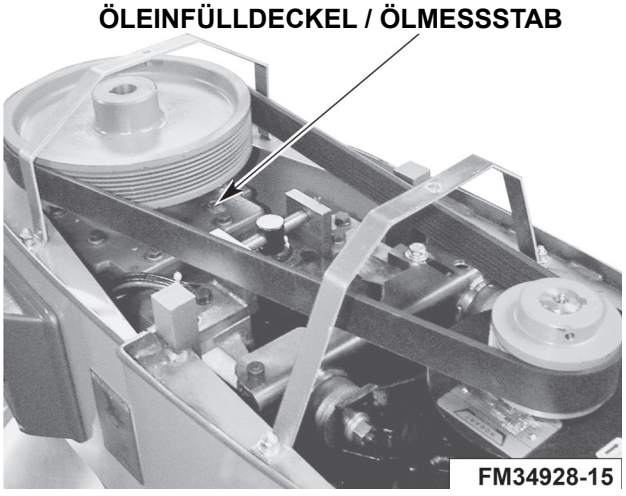

Abb. 1
Legen Sie eine Wasserwaage auf die obere Kante des Riemenrads (Abb. 1). Schieben Sie die Unterlegscheiben so unter die Bodenkontaktfläche der Rührmaschine, dass sie von vorne nach hinten und auf beiden Seiten eben steht.
- Schrauben Sie den Messstab mit einem 3/8-Zoll-Innensechskantschlüssel (9,5 mm) ab und überprüfen Sie den Ölstand. Dieser muss sich zwischen den beiden Einlaufspuren des Messstabes befinden. Sehen Sie sich hierzu bitte auch Abb. 1 an, um die richtige Positionierung des Messstabes zu ermitteln. Füllen Sie nicht zu viel Öl in das Getriebe ein, da es ansonsten lecken könnte. Kontaktieren Sie bitte Ihre nächste Hobart Servicezentrale, damit die Hobart Mitarbeiter Ihnen ein geeignetes Getriebeöl empfehlen können.